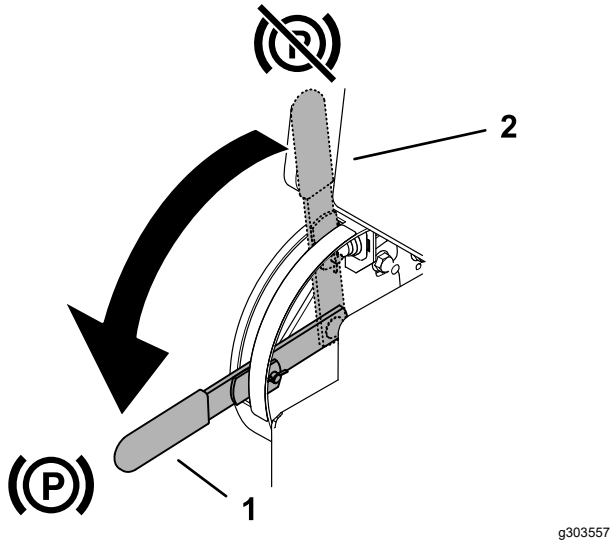

Rysunek 5
- Aby załączyć hamulec postojowy, przekręć dźwignię w dół (Rysunek 5).
- Aby zwolnić hamulec postojowy, przekręć dźwignię w górę (Rysunek 5).